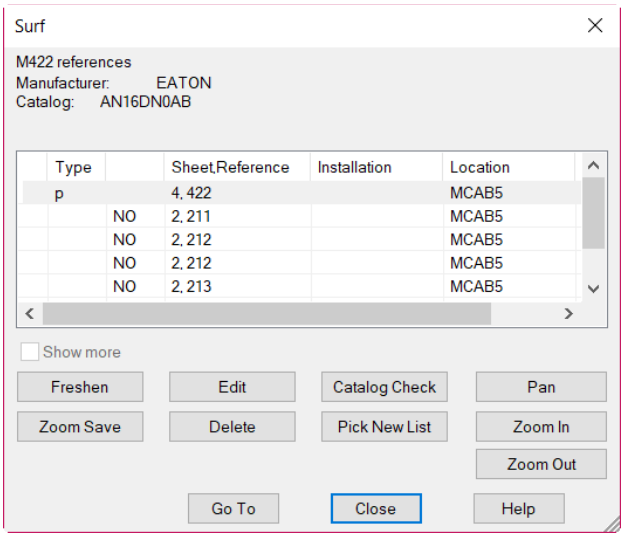

Figure 6-58 *The* ***Surf*** *dialog box*
3. Choose the **Surfer** tool from the **Other Tools** panel of the **Project** tab; you are prompted to select tag for surfer trace. Select the **M422** tag corresponding to the ladder reference number 422; the **Surf** dialog box is displayed, as shown in Figure 6-58.